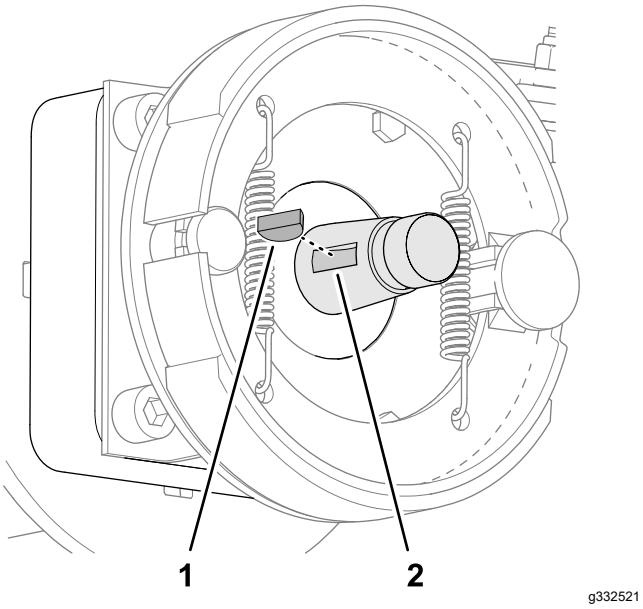

Figur 63
5. Fjern skivekilen fra hjulmotorakselen (Figur 63).